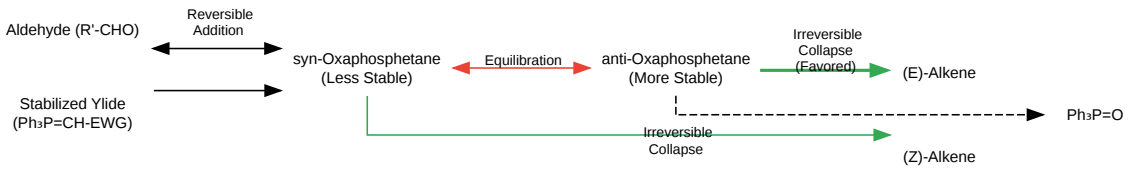

Figure 1: Mechanism of the (E)-Selective Wittig Reaction
Caption: Figure 1: Mechanism of the (E)-Selective Wittig Reaction